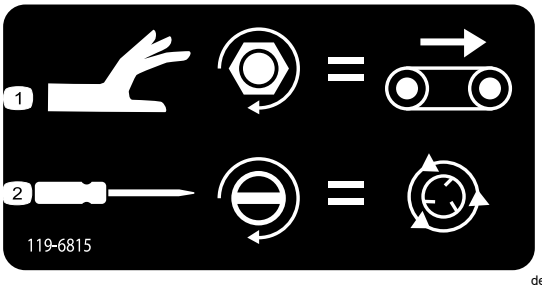

Figur 46
- Justera golvhastigheten (Figur 46) genom att vrida ratten medurs. Använd det färgkodade styrsystemets maximala golvhastighet när det inte finns något hydrauliskt flöde. Denna inställningen är till hjälp när tråget är fyllt med sand.
- Om du vill justera spridarhastigheten (Figur 46) använder du en spårskruvmejsel för att öka spridarhastigheten genom att vrida skruven medurs, eller minska spridarhastigheten genom att vrida skruven moturs.